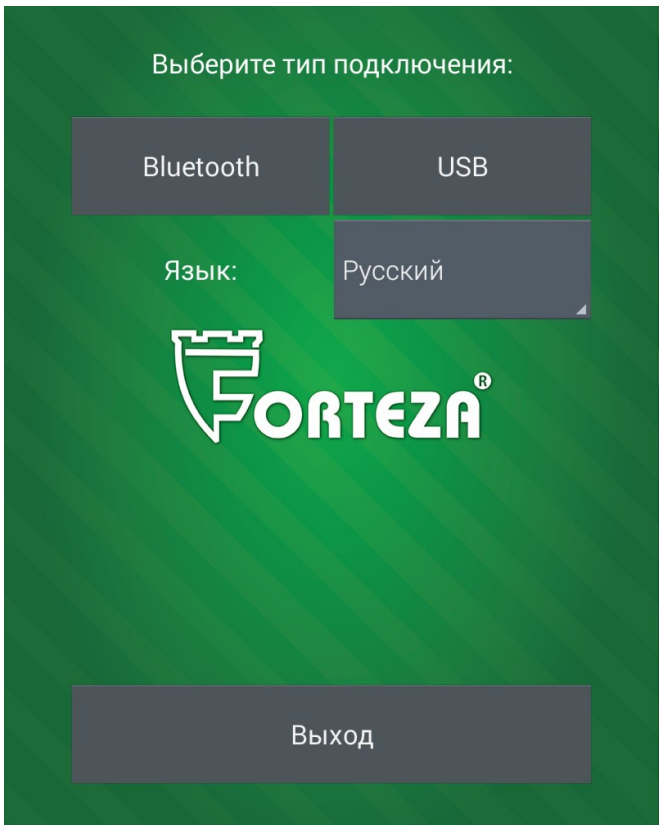
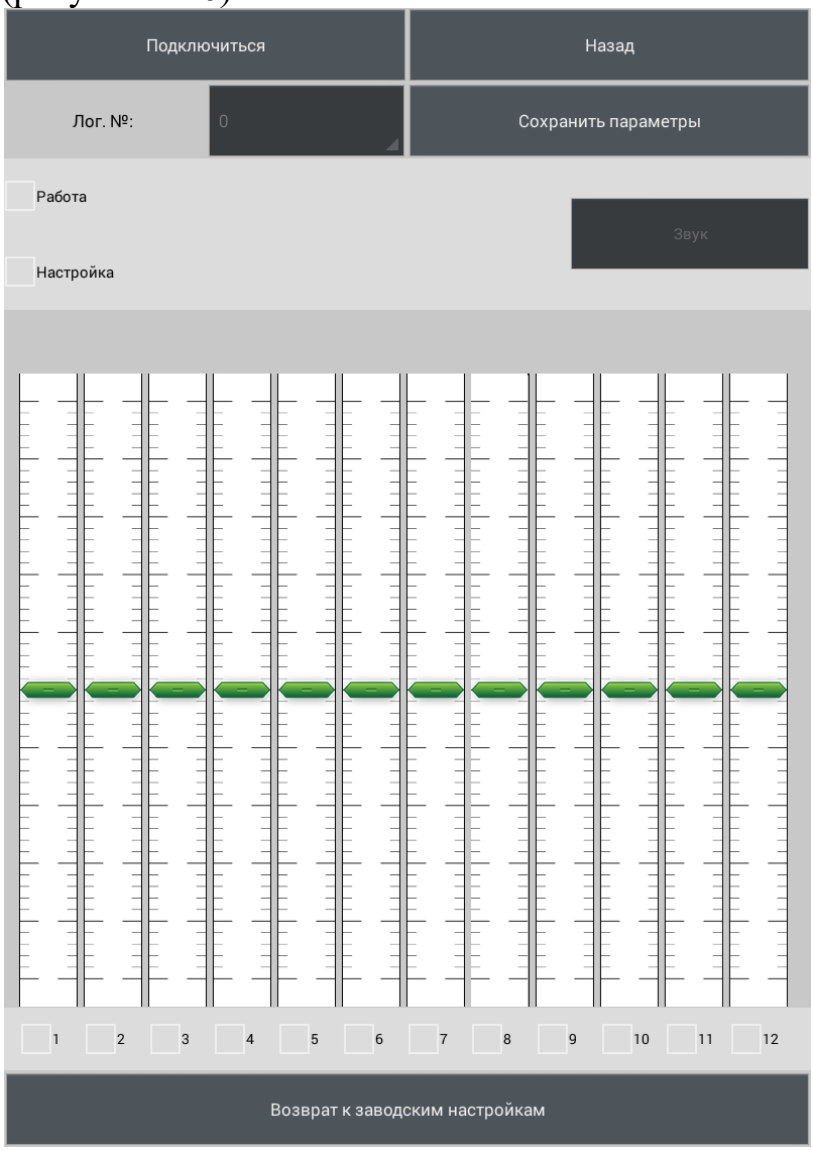
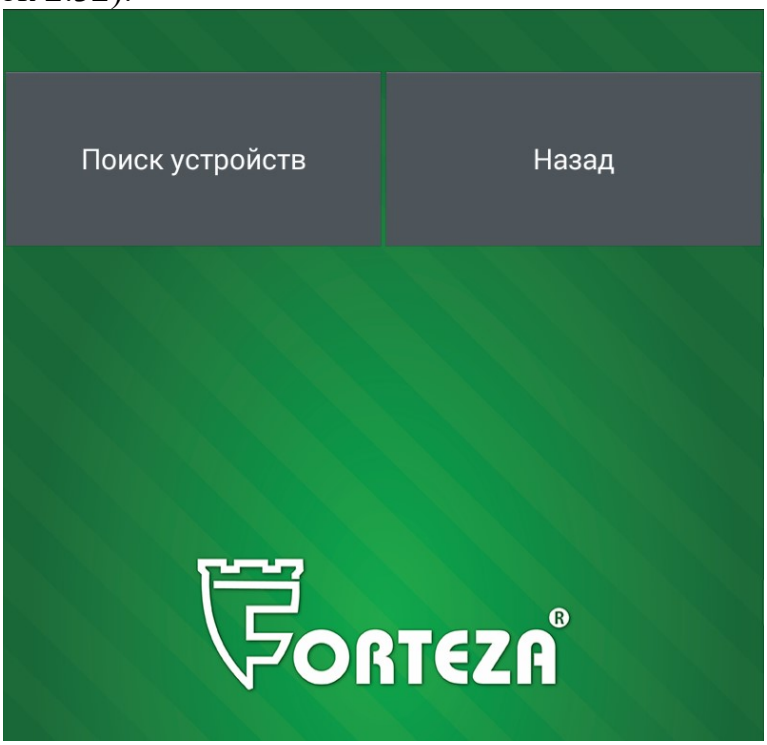

Рисунок 2.24
Рисунок 2.26
Рисунок 2.32
2.3.7.4.1.2 Запустить на Android устройстве программу «FM UNI» (рисунок 2.24).
2.3.7.4.5 Выбрать тип подключения «USB» (рисунок 2.24). Откроется окно программы (рисунок 2.26).
2.3.7.5.1 Запустить на Android устройстве программу «FM UNI» (рисунок 2.24).
2.3.7.5.3 Выбрать тип подключения «Bluetooth» (рисунок 2.24). Bluetooth на Android устройстве автоматически включится и откроется окно программы (рисунок 2.32).